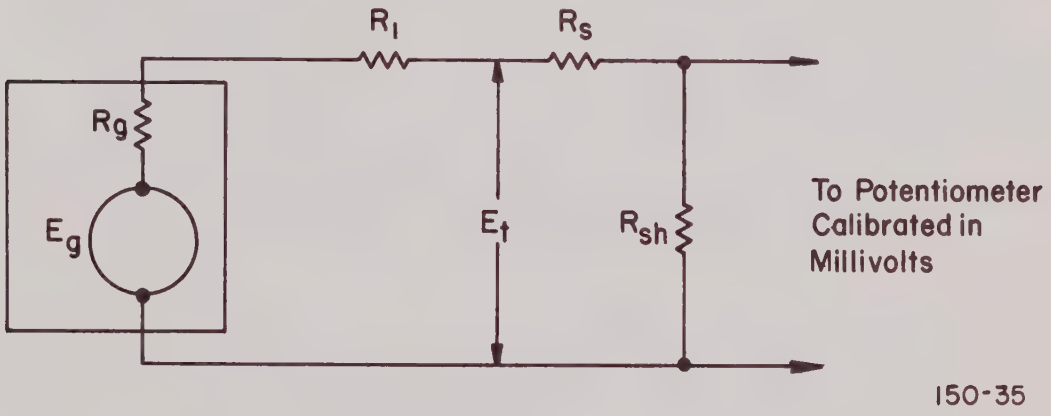

Figure 1. Schematic Diagram of tachometer generator and input resistance circuit
a. Refer to the simplified schematic diagram (fig. 1) which shows the tachometer generator, and the input resistance circuit. In order to use the formula